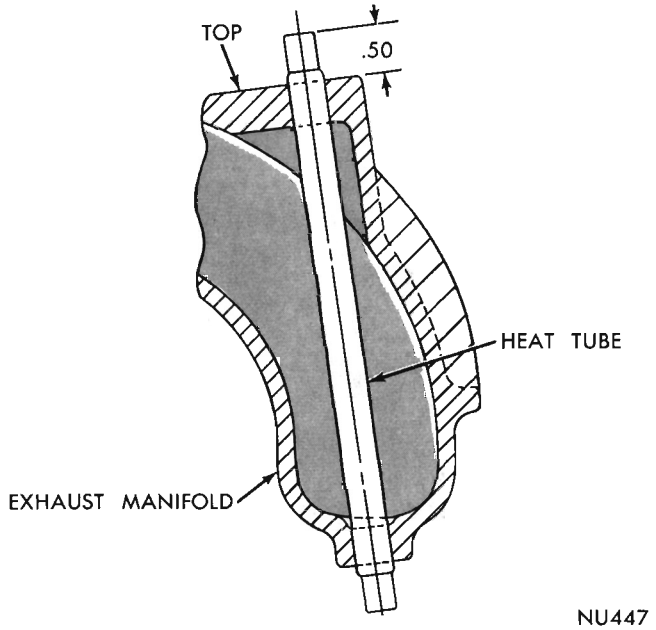

Fig. 30—Six Cylinder Exhaust and Heat Tube Cross-Section
(1) Position heat tube in **bottom** side of manifold and press in heat tube (about 5-1/2 inches) until 1/2 inch protrudes out of top surface of manifold (Fig. 30). **Failure to install from bottom of manifold will destroy heat tube.**